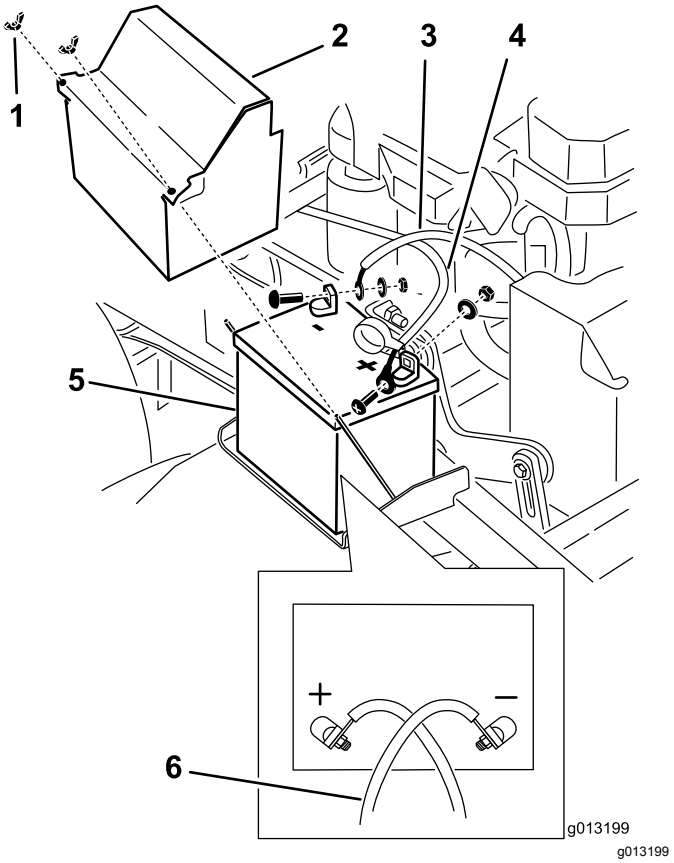

Rysunek 52
3. Odłącz ujemny przewód akumulatora od ujemnego (-) bieguna akumulatora (Rysunek 52).
5. Odłącz dodatni (czerwony) przewód akumulatora (Rysunek 52).
6. Zdemontuj płytę mocowania akumulatora i wyjmij akumulator (Rysunek 52).
1. Zainstaluj akumulator w maszynie (Rysunek 52).
3. Podłącz dodatni (czerwony) przewód do dodatniego (+) zacisku akumulatora używając nakrętki, podkładki i śruby (Rysunek 52).
5. Podłącz ujemny przewód akumulatora oraz przewód uziemiający do ujemnego (-) zacisku akumulatora używając nakrętki, podkładki i śruby (Rysunek 52).
Informacja: Po prawidłowym podłączeniu przewody hydrauliczne będą się krzyżować (Rysunek 52).